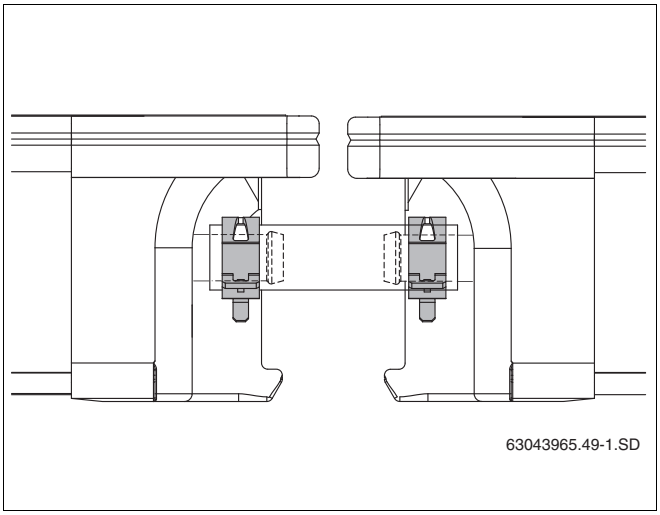

Рис. 47 Шланг солнечного коллектора с фиксирующими пружинными хомутами
- Зажмите все шланги на штуцерах коллектора пружинными хомутами (рис. 47).